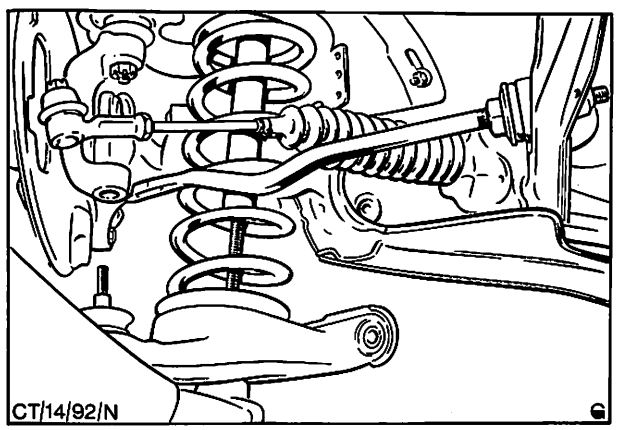

Abb. 40 Vorderfeder auf unteren Querlenker aufsetzen
13. Spurstangen-Endstück am Spurstangenhebel anbringen und Mutter locker aufschrauben. Federspanner mit Feder und Querlenker in Verbindungsrahmen einführen und Werkzeugspindel wie schon vorher mit der oberen Stoßdämpfer-Befestigungsschraube befestigen, Abb. 40.